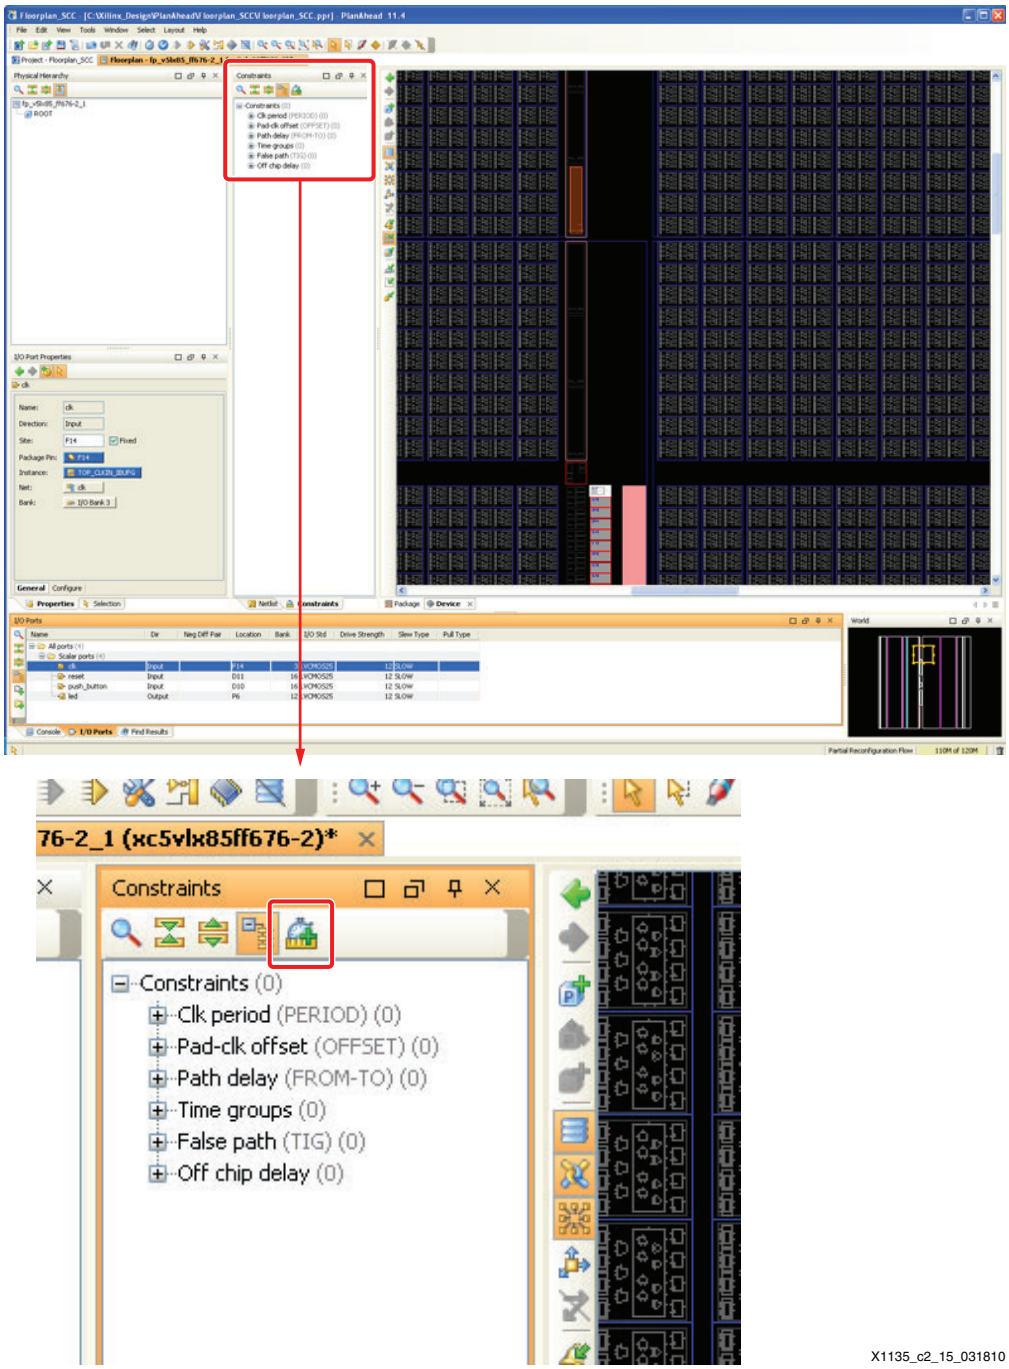

Figure 3-15: **Create New Constraint**
1. Select the **Constraints** tab in the NETLIST window, and click the **Create New Constraint** button located at the top of the Netlist / Constraints window (see Figure 3-15).